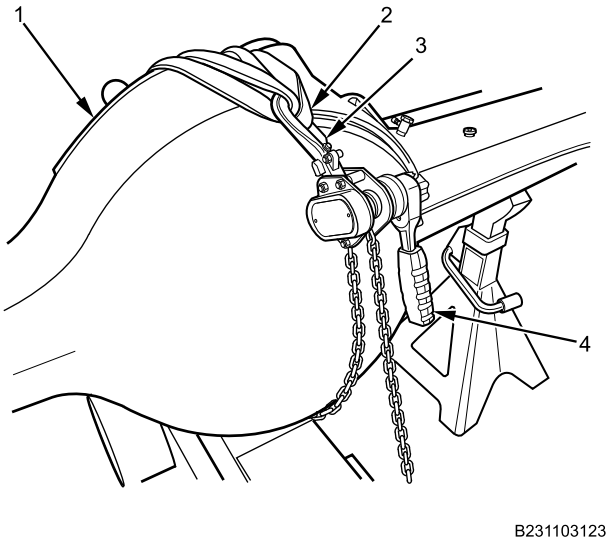

Figure 21. Hoist Lever.
6. Attach hoist lever hook (Figure 21, Item 3) to strap (Figure 21, Item 2).
7. Using hoist lever (Figure 21, Item 4), tighten strap (Figure 21, Item 2) and hoist lever chain to secure to rear axle assembly (Figure 21, Item 1) to 20-ton floor jack.